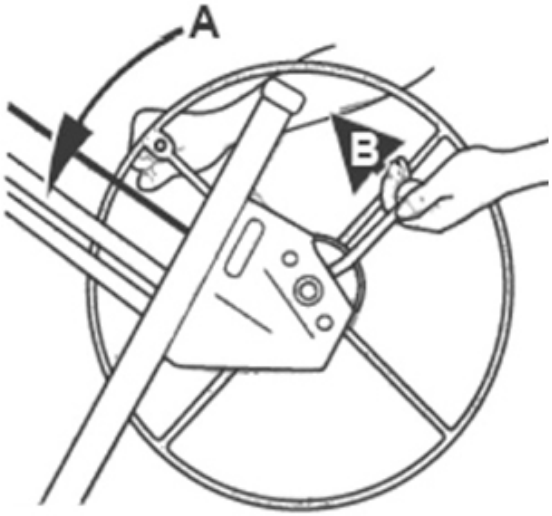

FIG. 4
- Innescare gradualmente il freno posizionato sul retro del timone per far ritornare le aste telescopiche precedentmente sollevate nella loro posizione di riposo (fig. 4).